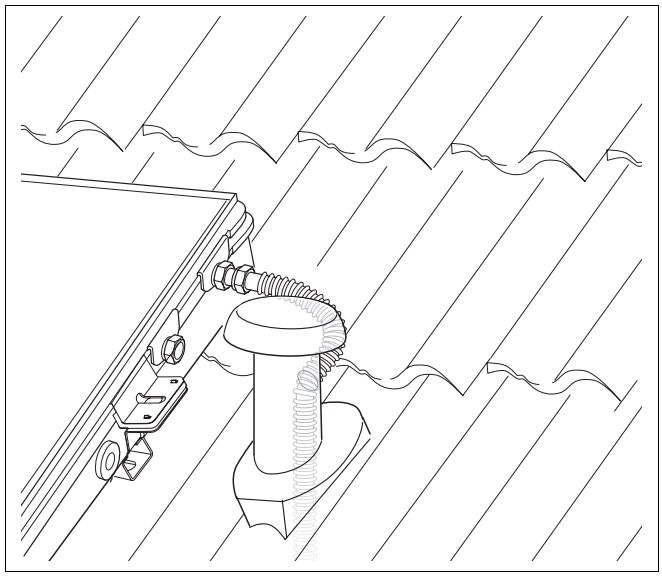

Afb. 53 Montage van de vertrekleiding DBS-compleetstation
- Leid de inox flexibele slang door de opening (afb. 53) van de bovenste antennedoorvoer en door de dakisolatie.